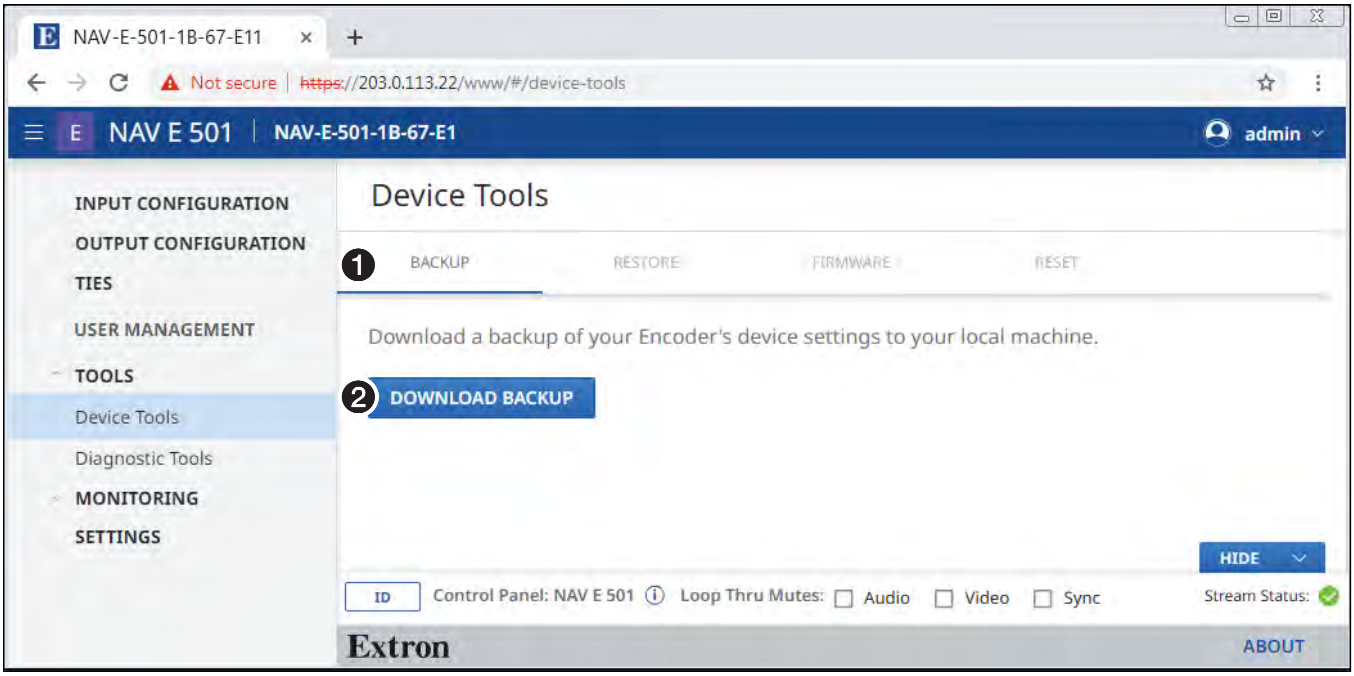

Figure 40. Device Tools Page
The Tools pages provide tools for the encoder (Device Tools) and tools for diagnosing communications (Diagnostic Tools). To access the Settings pages, if necessary, click the **Menu** link (see figure 12, ❶). Click **TOOLS** (see ❶ at right) and either **Device Tools** (❷) or **Diagnostic Tools** (❸). The browser displays the selected Tools page (see figure 40, which shows the Device Tools page selected).
The Device Tools page consists of four tabs (see figure 40, ❶): BACKUP (see "BACKUP tab"), RESTORE (see **RESTORE tab**), FIRMWARE (see **FIRMWARE tab**) and RESET (see **RESET tab**) that provide encoder tools.
1. On the Device Tools page, click **BACKUP** (see figure 40, ❶).
2. Click **DOWNLOAD BACKUP** (❷).